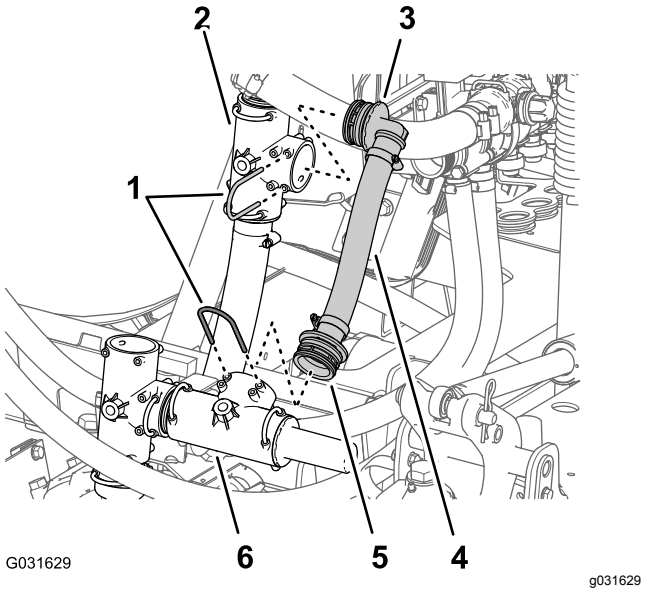

Figur 34
1. Ta bort hållaren som håller fast övertrycksslangens raka hullingförsedda koppling på sprutsystemets övertrycksventil (Figur 34).
2. Ta bort hållaren som håller fast övertrycksslangens 90-graderskoppling med hulling på T-kopplingen för matarströmkretsen på sprutans pump (Figur 34).
3. Ta bort övertrycksslangen och kopplingarna från maskinen (Figur 34).